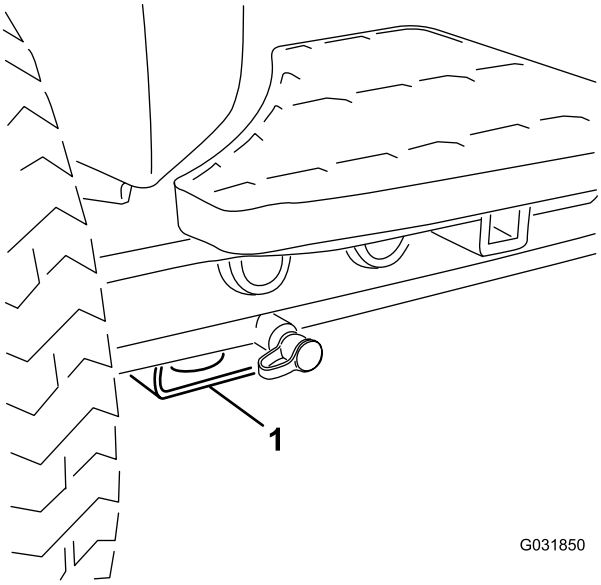

**Figur 42**
- For – rektangulær plade, under akselrøret, indvendigt i forhold til hvert fordæk (Figur 42).